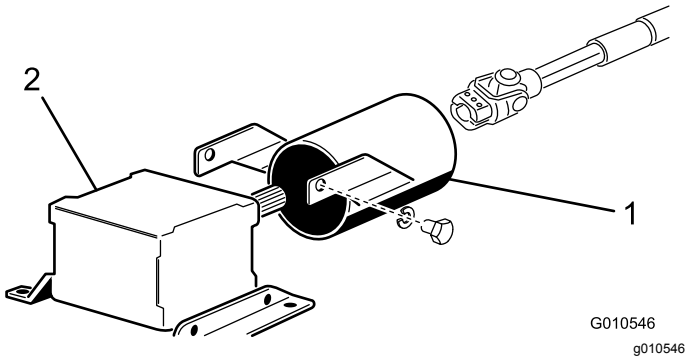

Figur 8
1. Fjern de to hodeskruene og låseskivene som fester kraftuttakets verneplate til girkassen (Figur 8).
2. Skyv kraftuttakets akselverneplate på kraftuttakets aksel, still inn verneplaten som vist på Figur 8.